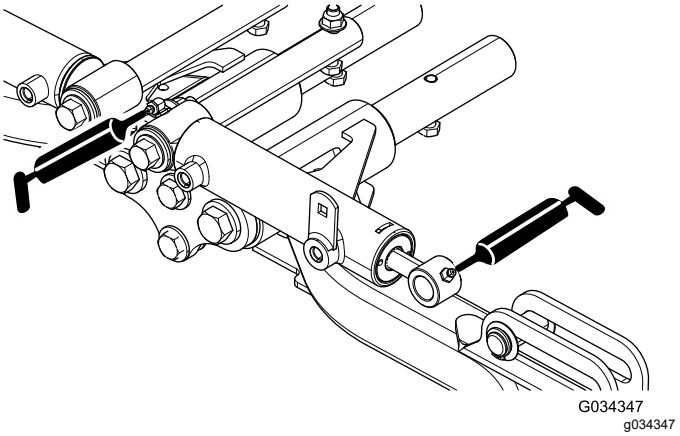

Figur 57
- Främre lyftarmstappar och lyftcylindrar (3 av varje), se Figur 57.